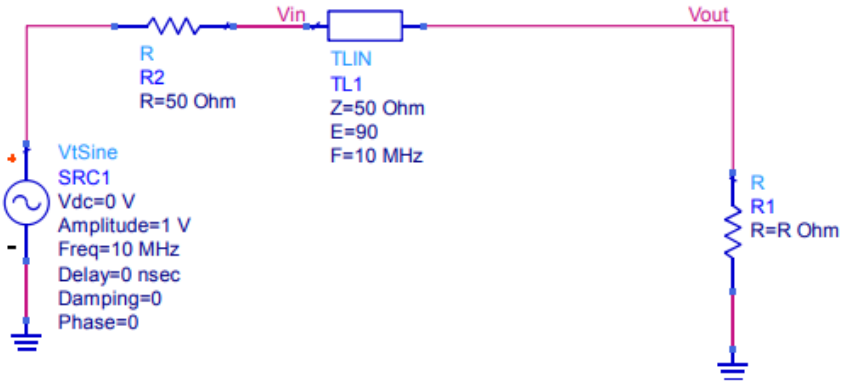

Figura 1 Simulación en tiempo de la línea de transmisión.
3.4 Realizar la simulación en el software *Keysight ADS (Advanced Desing System)* del circuito que se muestra en la Figura 1, que corresponde a la medición de la impedancia de una línea de transmisión coaxial. Variar con la herramienta *Tuning* el valor de la resistencia de carga R simulando la medición de la impedancia de la línea.